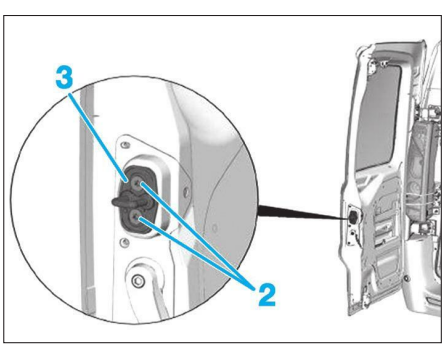

**Fig. 102**
- Desserrer les vis (2) de la gâche (3) **(Fig.102)**.
- Serrer les vis (2) de la gâche.